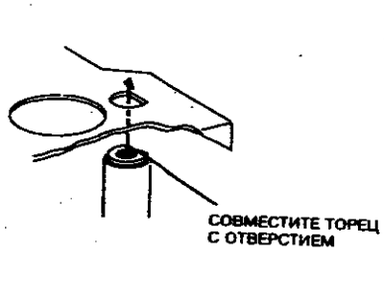

**Рисунок 4. Совмещение вала муфты**
3. (Рисунок 4) При установке опорной скобы совместите ее отверстие с торцом вала. После этого снизу установите стопорную Е-клипсу.